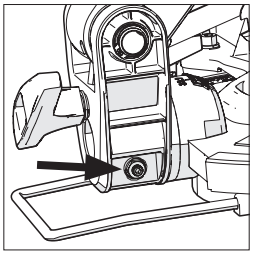

Abb. 11
- Verwenden Sie einen Innensechskantschlüssel, um die Einstellschraube hinein- oder hinauszudrehen und so den Winkel anzupassen. **(Abb. 11)**